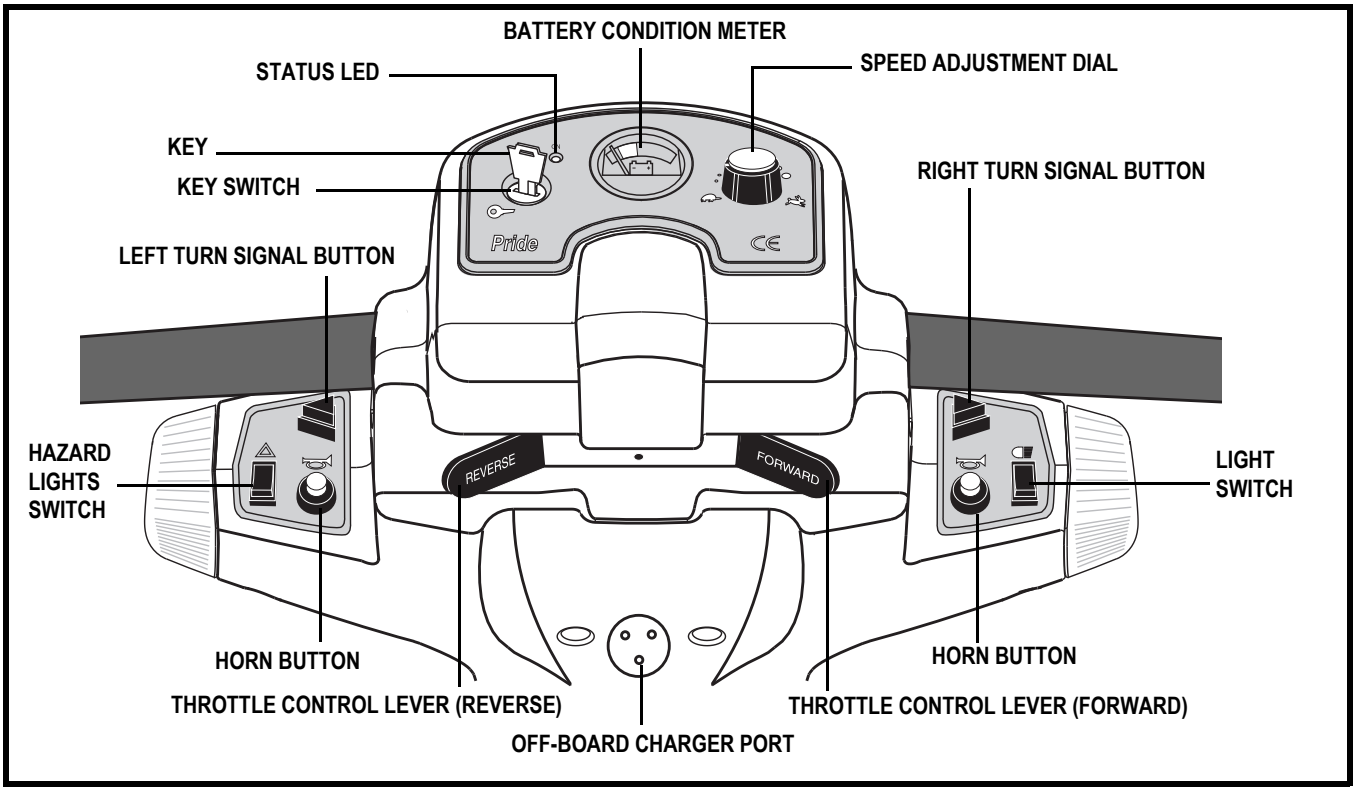

Figure 5. Control Console Assembly
The control console assembly houses all of the controls you need to drive your scooter, including the key switch, speed adjustment dial, status LED, throttle control lever, battery condition meter, horn buttons, light switch, turn signal buttons, off-board charger port, and the hazard lights switch. **See figure 5.**
4. Plug the 3-pin charger power cord into the off-board charger port. **See figures 5 and 9.**